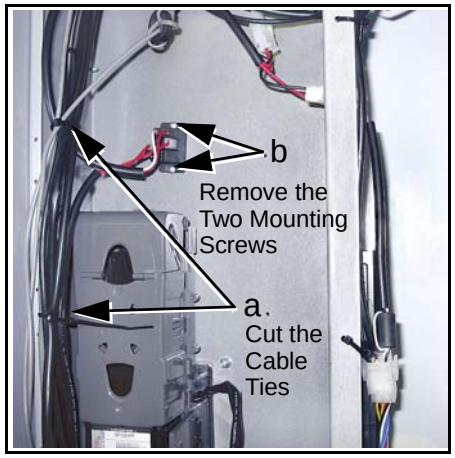

Figure 2 Removing Cable Ties and Relay Mounting Screws
2. Cut the two (2) cable ties that bind the relay harness (See Figure 2 a).
3. Remove the two (2) Relay mounting screws.(See Figure 2 b).